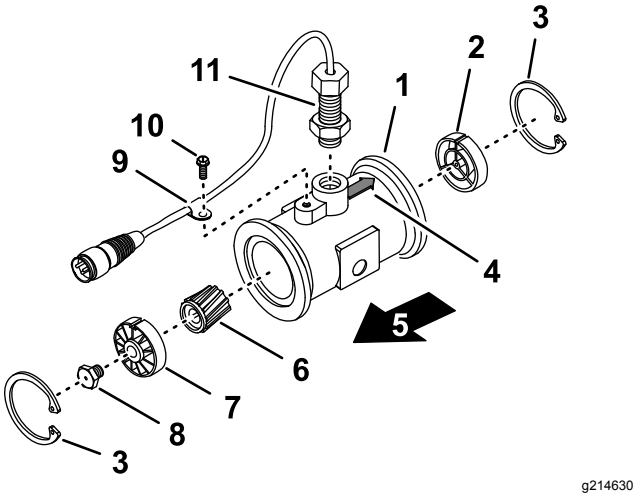

Figur 111
3. Fjern låseringen fra opstrømssiden (Figur 111).